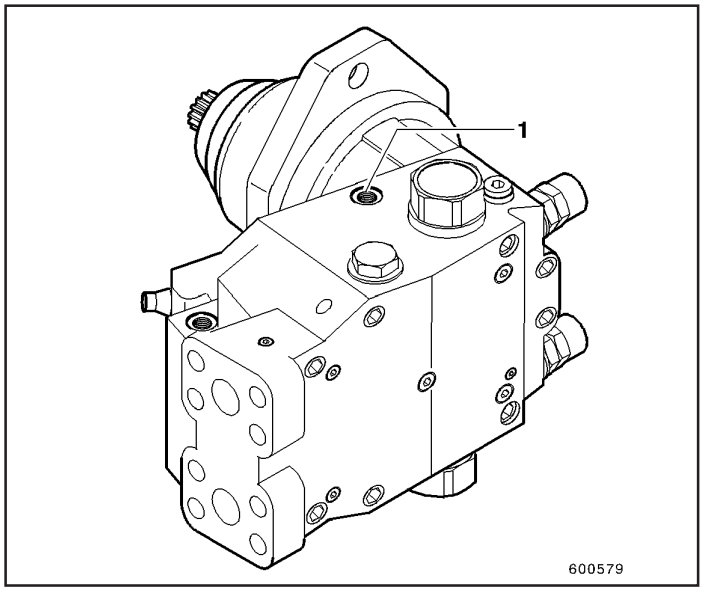

Fig.5
- Motor de translação: orifício da conexão de óleo de vazamento (1, Fig.5).